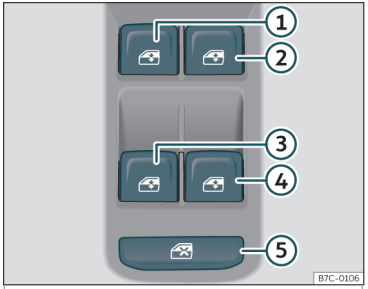

Fig. 83 Detalle de la puerta del conductor: mandos para las ventanillas.
Mediante el mando de seguridad ››› **fig. 83** ⑤ de la puerta del conductor puede desactivar las teclas de los elevalunas de las puertas traseras.